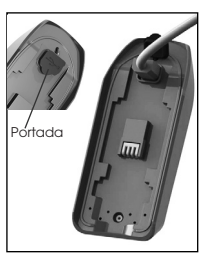

FIGURA 11
3. Conecta el paquete de batería a la computadora con el cable micro USB suministrado. Para acceder al puerto en el paquete de batería, levanta la cubierta (Figura 11).